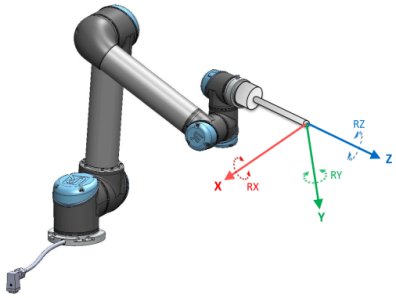

Figur 16.2: Verktyg (TCP-funktion)
- Verktygsfunktionen är placerad med utgångspunkt i centrum av aktuell TCP (se figur 16.2)